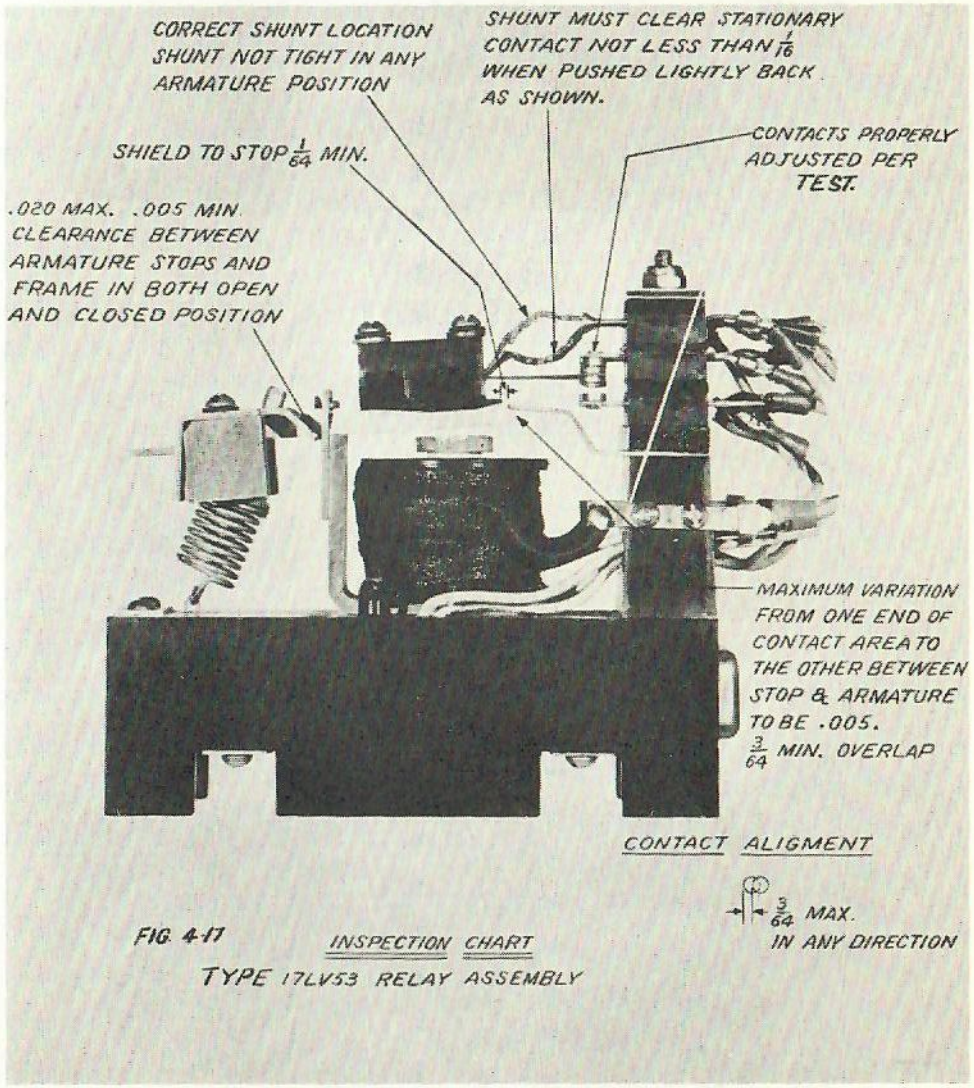

Fig. 17-20
(1) Scribe or paint a diagonal line across contact blocks, (see Fig. 17-20) spacers and armature-stop assembly to insure correct sequence and alignment in reassembly.
(2) Remove counterweight 18 by removing screw 16.
(3) Remove calibrating screw 17 by using stiff piano wire about 0.060-inch diameter bent into a hook with a loop handle. Unscrew until enough tension is removed to unhook spring 22.
(4) Remove two screws 14 holding movable-contact finger-block assembly 10 to armature.